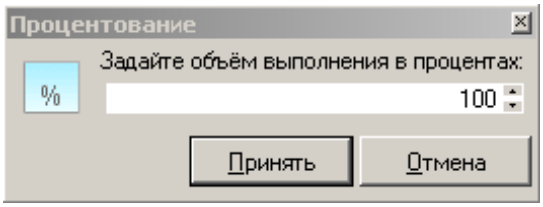

Рис. 2. Задание объема выполнения для всех строк
- В графу **Количество на единицу** следует вводить объемы выполнения работ за отчетный период. Объемы выполнения можно вводить как числовыми показателями, так и в процентах от проектного объема (графа **Всего)**, используя кнопку ▪▪▪ (см. рис. 2).
Запроцентовать можно как одну строку, так и все строки элемента структуры объекта. Для этого используйте кнопку в графе **Количество на единицу** заголовка элемента структуры (см. рис. 2). Чтобы в выполнении учесть весь оставшийся объем работ, в контекстном меню Акта выберите пункт **Действия –> Запроцентовать остатки**.